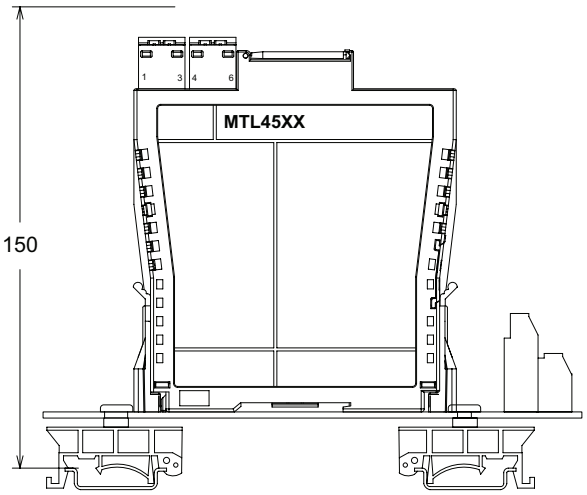
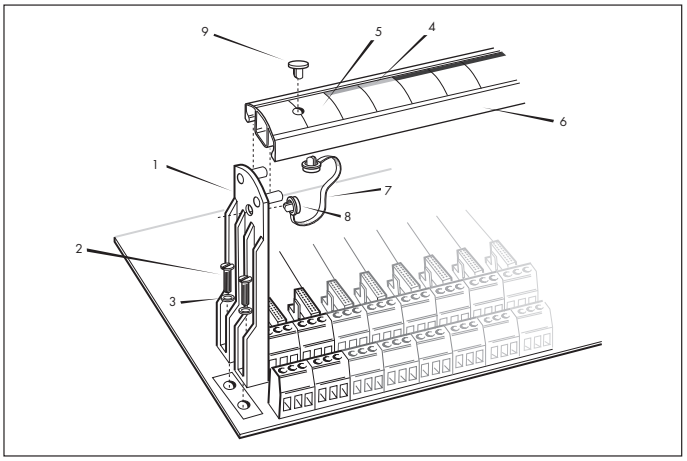

Figure 4.1: Standard backplanes with dimensions
Figure 4.6: Mounting a tagging-strip post
See Figure 4.1 for dimensions and mounting centres and Table 4.1 for a listing of the mounting options and the kits and accessories applicable to MTL standard backplanes.
Refer to Figures 4.1 and 4.2.
a) Drill mounting surface at centres A (Figure 4.1) and tap, or fit retaining nuts if required.
See Figures 4.1 and 4.3.
d) Insert the assemblies through the mounting holes A on the backplane (Figures 4.1 and 4.3).
See Figures 4.1, 4.6 and 4.7.
a) Attach the tagging strip mounting posts (1) at backplane centres B (Figure 4.1) using two M3 x 12mm mounting screws (2) and washers (3) (Figure 4.6).
b) Attach colour coding labels (4) to the tag label (5) (Figure 4.6). See Table 4.2 for suggested colour codes for individual modules.
c) Mark the tag label (5) with the tag reference.
d) Slide the tag label (5) into the plastic holder (6) and retain with a plastic rivet (9) (Figure 4.6).
e) Attach the plastic retaining tie (7) with two plastic rivets (8) (Figure 4.6).
See Figures 4.1 and 4.8.
a) Locate the earth rail mounting posts (1) at backplane centres C (Figures 4.1 and 4.8).
b) Attach the mounting posts (1) with M3 x 12 screws (3) and washers (4).
c) Slide the earth rail (5) through the slots in the of the mounting posts (1).
d) Fit the earth terminal(s) (6) on the rail (5).
e) Attach plastic retaining rivets (7) to each end of the earth rail (5).